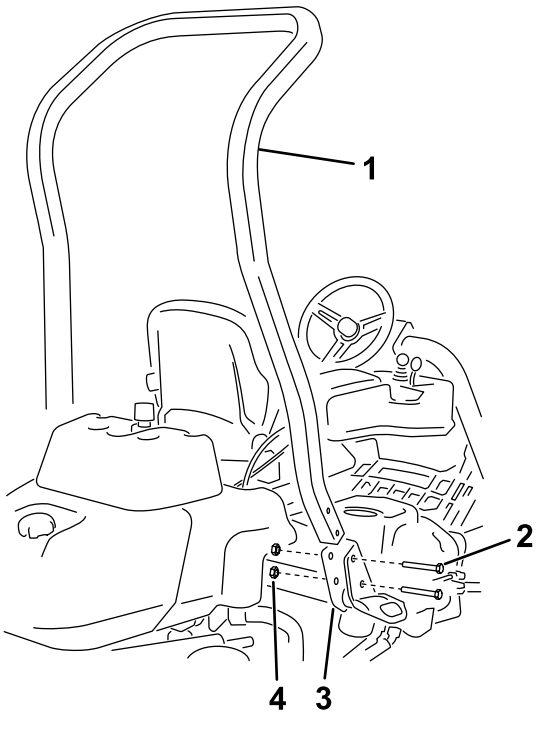

Figur 3
3. Montera störtbågen i vältskyddets fäste på båda sidorna av maskinen med hjälp av fyra bultar (½ x 3 ¾ tum) och fyra flänsmuttrar (½ tum). Se (Figur 3).